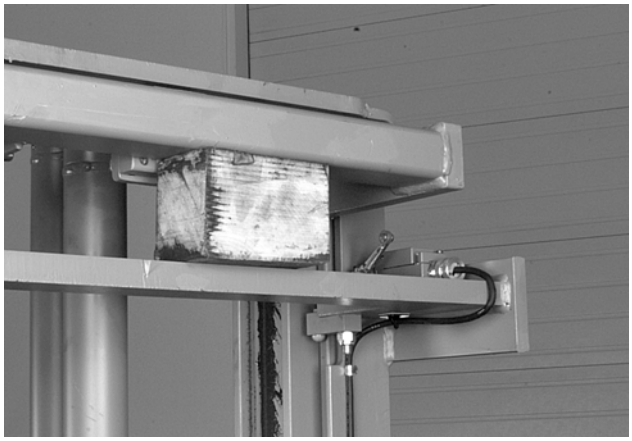

Figure 7-217: Blocking inner telescopic
6. Block the inner telescopic to provide clearance between the outer telescopic upper support bracket and the inner telescopic top plate. See Figure 7-217.